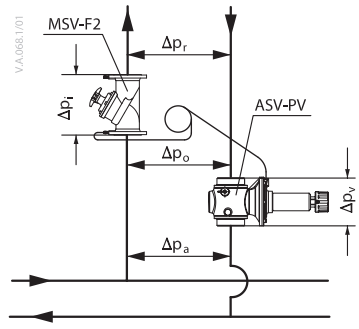

*Fig. 2 Setting of ASV-PV = Δpriser + Δpi*
- partner valve inside control loop (Fig. 2). Offers flow limitation on the riser however part of the controlled pressure range is used by pressure drop on partner valve ($\Delta p_i$). It is recommended when flow limitation on each terminal units is not possible.